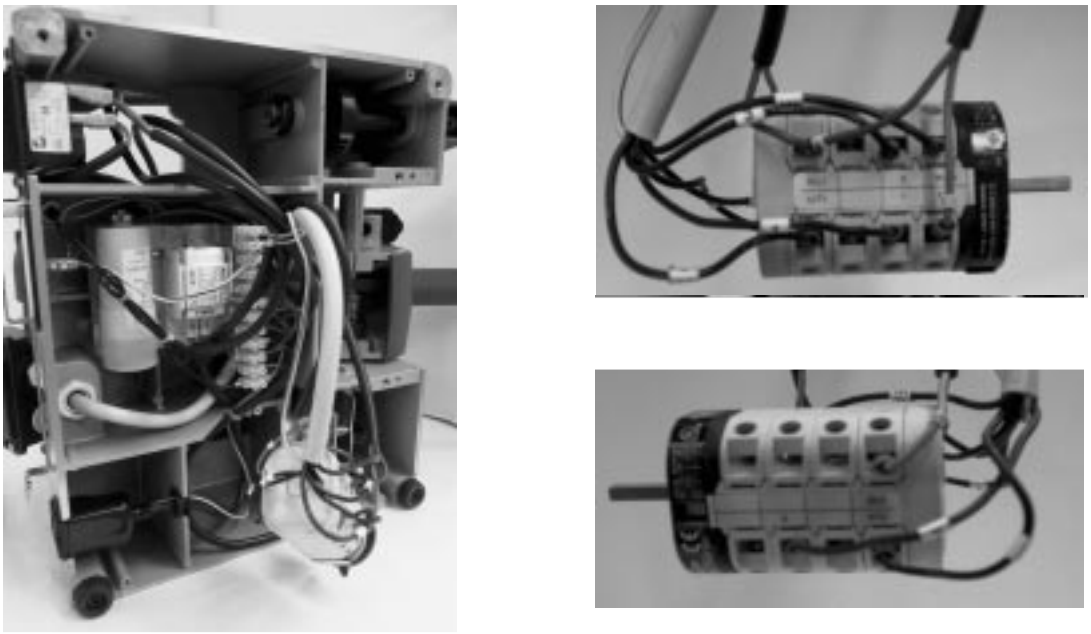
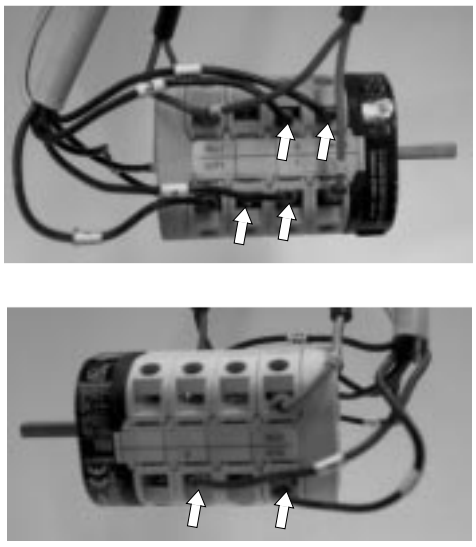

Fig. 35
Fig. 41
6) Pull the commutator downwards and disconnect the wires from their connections in order to remove (fig.35). **Pay attention to their position**.
9) Pull the commutator downwards (fig. 35, page 26) and disconnect the 6 motor wires from their connections (fig.41).
22) Connect the 6 motor wires to the commutator (fig.41).